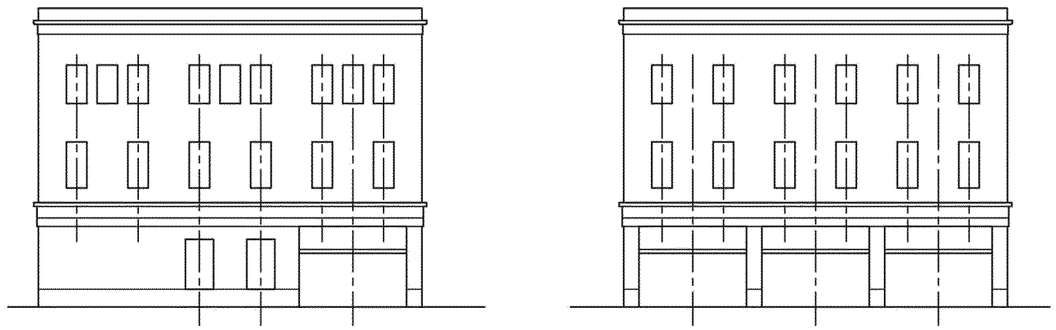

*Figure 7*
2. Centerlines of windows shall align vertically within any given facade. See Figure 7.